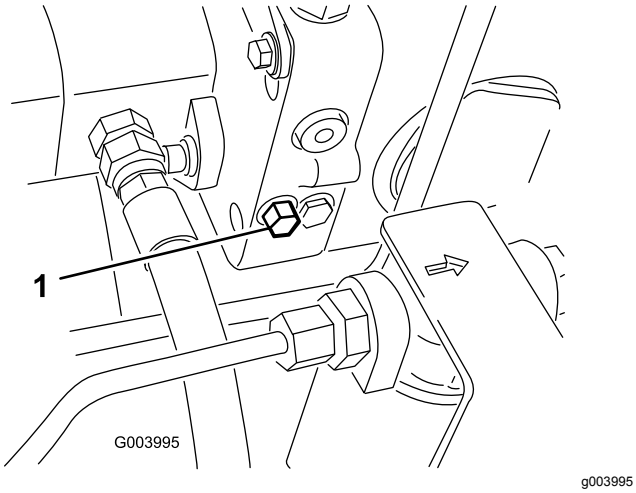

Figur 34
1. Vri omløpsbolten halvannen omdreining for å åpne den, og la oljen gå utenom internt (Figur 34).